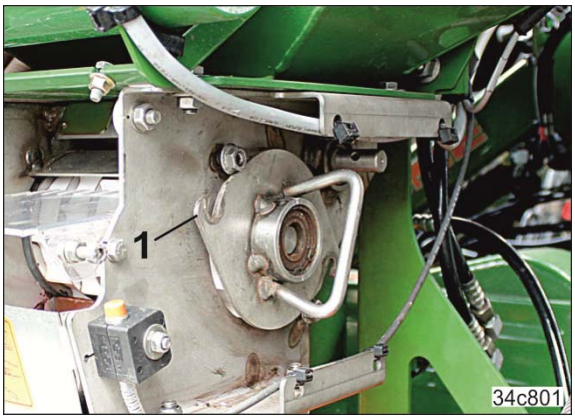

Fig. 181
7.3 Den Lagerdeckel soweit verdrehen, bis die Verriegelungen (Fig. 181/1) freikommen.